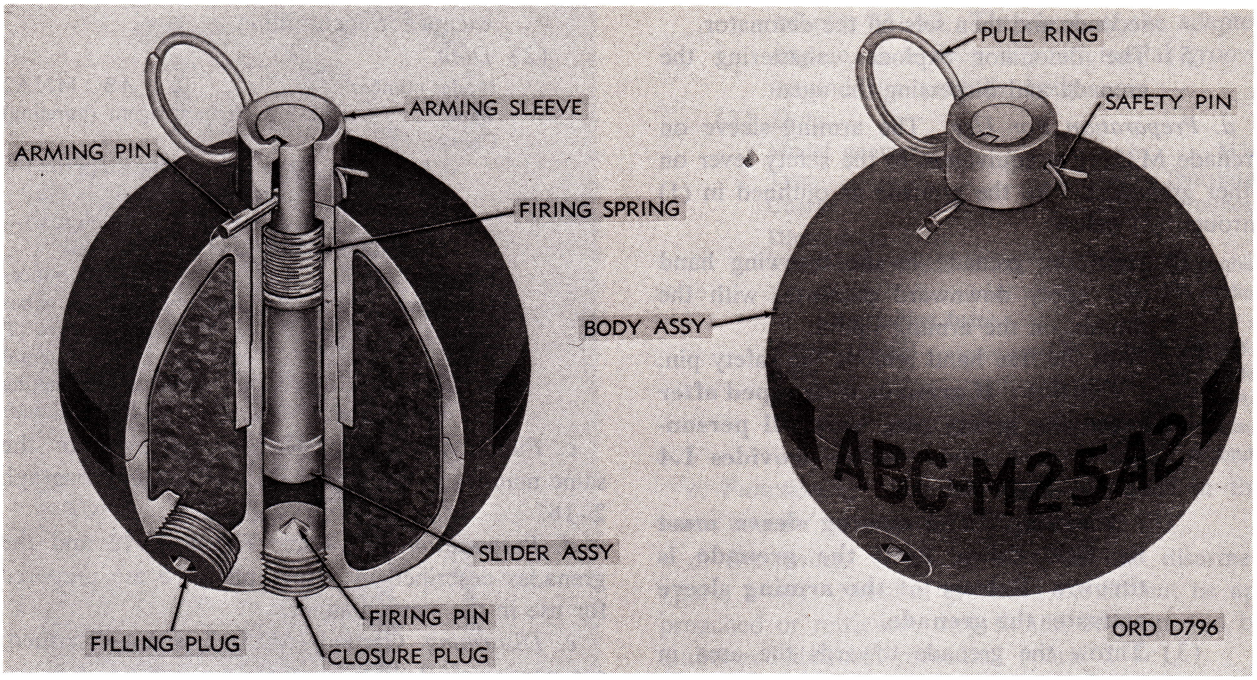

Figure 2–20. Grenade, hand: riot, CN1, ABC–M25A1, w/integral fuze.
a. General. CN1 grenade M25A1 and M25A2 (fig. 2–20) are special-purpose, bursting-type munitions used for the control of riots and for training purposes. The grenades are filled with CN–1 (chloracetophenone) which causes irritation and watering of the eyes, resulting in temporary, partial, or total blindness.